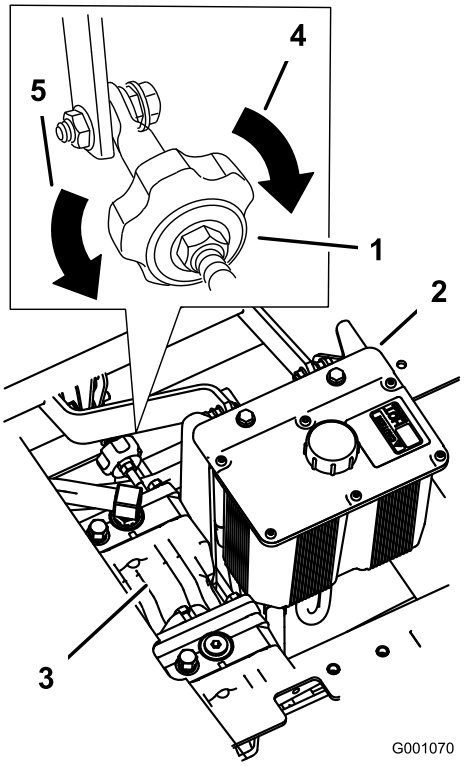

Figur 42
4. For at få maskinen til at køre til højre skal du dreje knappen mod maskinens højre side. Se Figur 42.
5. For at få maskinen til at køre til venstre skal du dreje knappen mod maskinens venstre side. Se Figur 42.